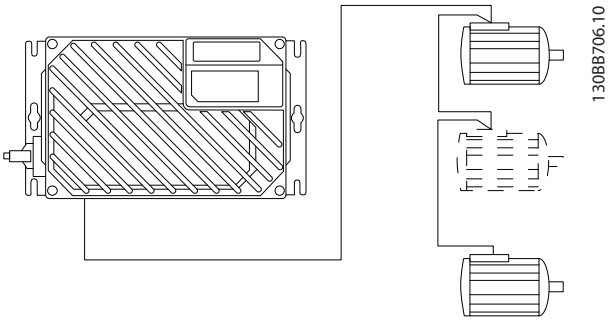

Afbeelding 4.10 Parallelle aansluiting van motoren
- **Een installatie waarbij kabels worden aangesloten op een gezamenlijke verbinding zoals aangegeven in *Afbeelding 4.10* wordt alleen aanbevolen bij korte kabels (max. 10 m (32,8 ft).**